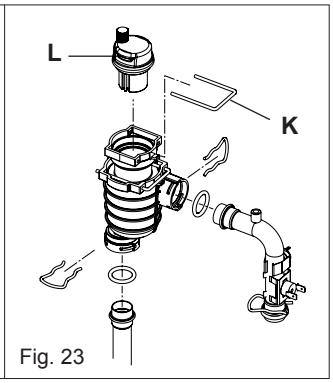

Fig. 23
6.7.1 TOP AUTOMATIC AIR RELEASE VALVE (fig. 23)